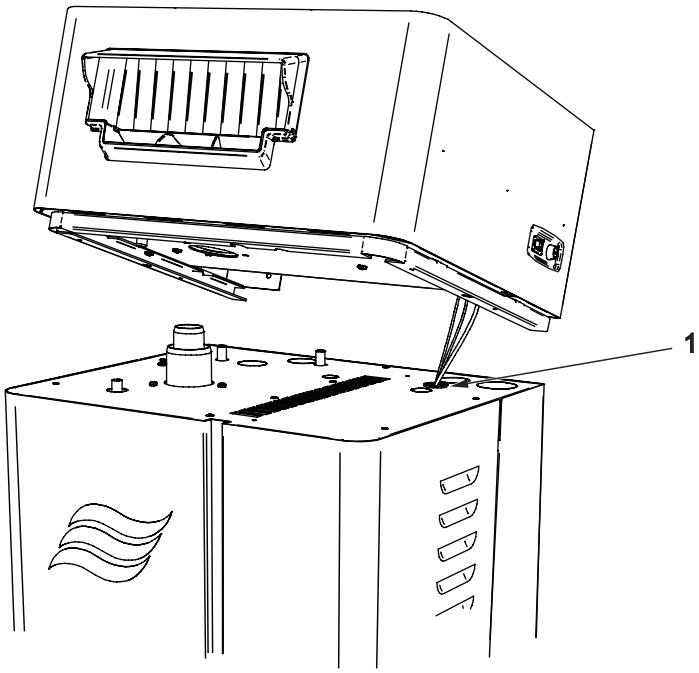

Figure 18 : Passage de câbles
c. Installer le passe-câble (fourni) dans l'orifice poinçonné directement au-dessus du connecteur de l'unité de ventilation et passer les câbles d'alimentation et de la boucle de sécurité à travers le passe-câble, comme illustré. Consulter la *Figure 18 sur la page 32*.